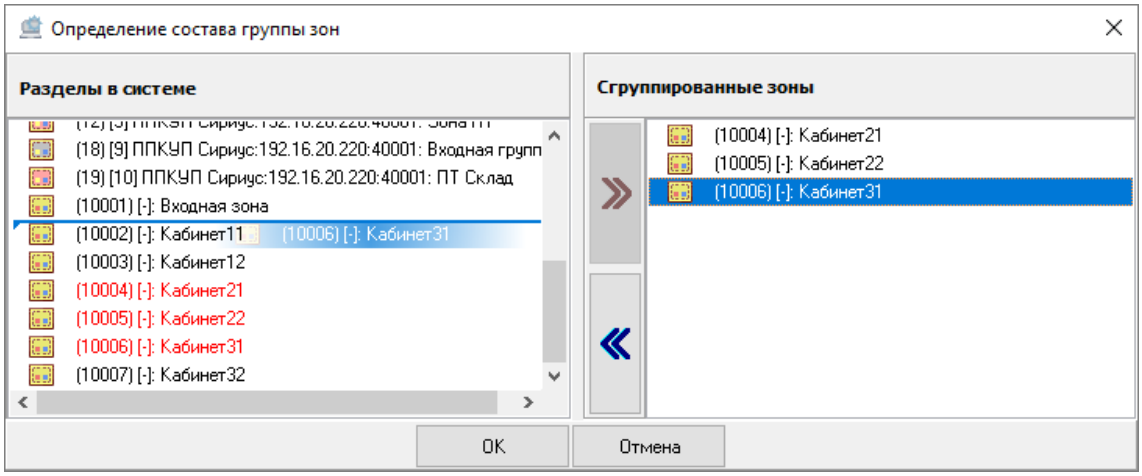

Рисунок 6-357 Отмена привязки зоны к системной группе зон перетаскиванием
– выделите одну или несколько зон в поле «Сгруппированные зоны» (для выделения сразу нескольких зон нажмите на клавиатуре и удерживайте клавишу <Shift> для выбора диапазона или клавишу <Ctrl> для комбинированного выбора) и, удерживая нажатой левую клавишу мыши, перетащите выделенные зоны в поле «Зоны в системе» (см. Рисунок 6-357).